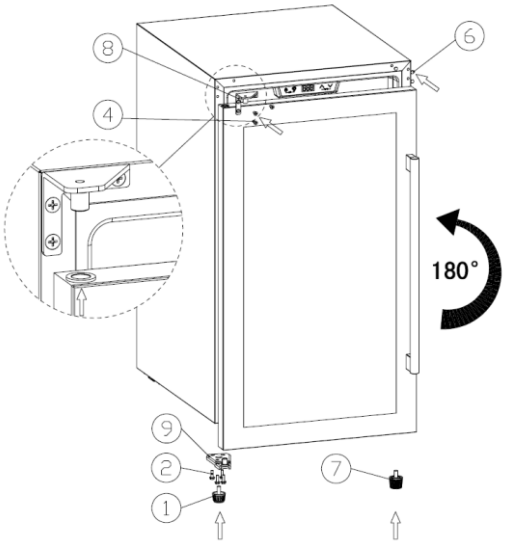

Figure 2
4. (Figure 2) Montez la charnière supérieure gauche (8) — la charnière supplémentaire, emballée séparément — et serrez les vis (4).
5. (Figure 2) Tournez la porte de 180˚ pour que la poignée se trouve à droite. Positionnez la porte de sorte que le trou de son coin supérieur s'engage sur la butée de la charnière